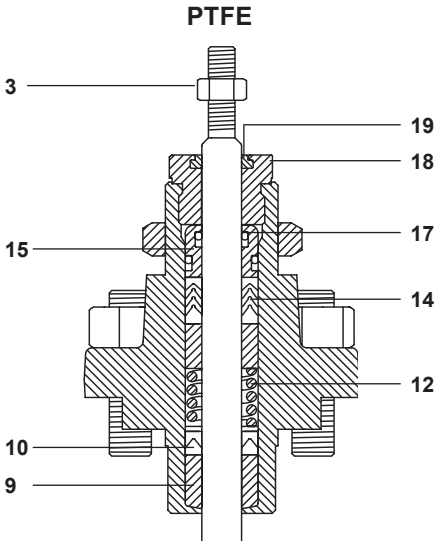

图 8
- 清洁填料函并按照图8中的顺序安装新的填料组件。
注意：安装下面的导承的时候需要将带倒角的那侧向下，在安装V型密封填料的时候必须注意正确的安装方向（参考图8）逐片安装。